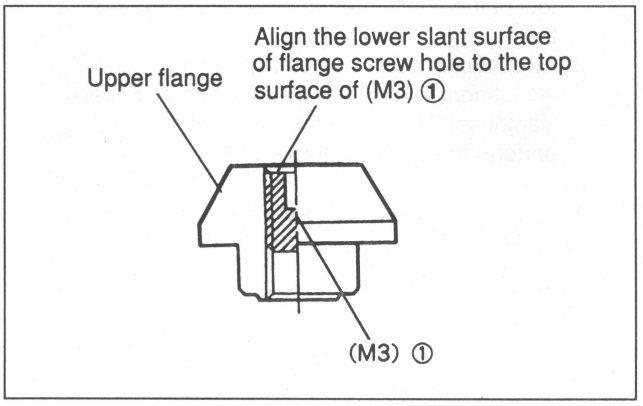

Fig.7-10-4 Upper Flange Ass'y
(1) Replace the tension regulator guide ass'y in the reverse order of step 2, then install.
(2) Screw the screw ① into the upper flange so that the top surface of screw ① aligns with the lower edge of slant surface inside the upper flange then install. (Fig. 7-10-4)
(3) Install the upper flange ass'y assembled in step (2) to the shaft as far as it will go.